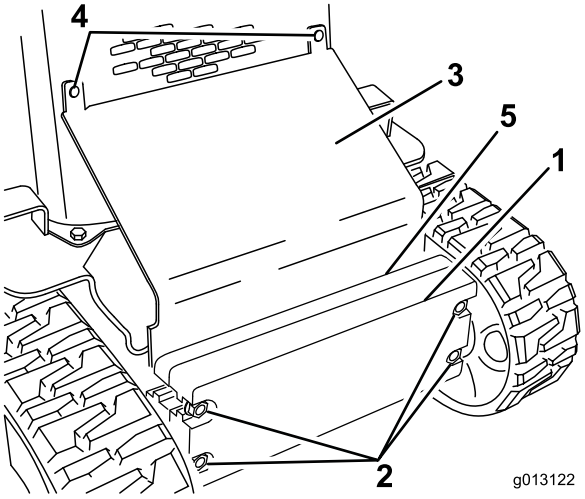

**Figuur 29**
2. Draai de bouten los waarmee de gewichten zijn vastgezet (Figuur 29).
3. Verwijder de slotbouten en moeren waarmee het schuine scherm is bevestigd (Figuur 29).
10. Schuif de schuine plaat tussen het frame en de gewichten en bevestig de plaat aan de voorschermgrille met behulp van de slotbouten en moeren die u eerder hebt verwijderd (Figuur 29).
11. Draai de bouten vast waarmee de voorgewichten zijn vastgezet (Figuur 29).